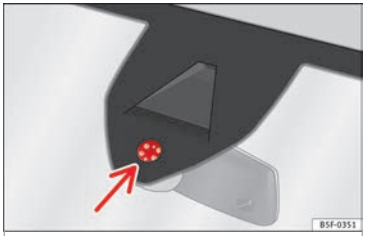

Fig. 144 Superficie sensible del sensor de lluvia.
Las posibles causas de anomalías e interpretaciones erróneas *en la zona de la superficie sensible* ››› fig. 144 del sensor de lluvia son, entre otras:
- **Limpie regularmente la superficie sensible del sensor de lluvia y compruebe posibles daños en las escobillas ››› fig. 144 (flecha).**